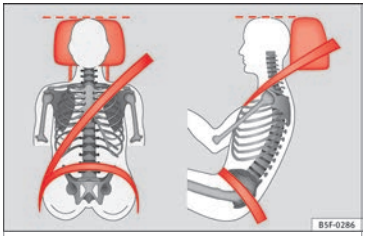

Fig. 48 Correctly adjusted head restraint as viewed from the front and the side.
– Adjust the head restraint so that its upper edge is, as far as possible, at the same level as the top of your head, or at the very least, at eye level ››› Fig. 48.